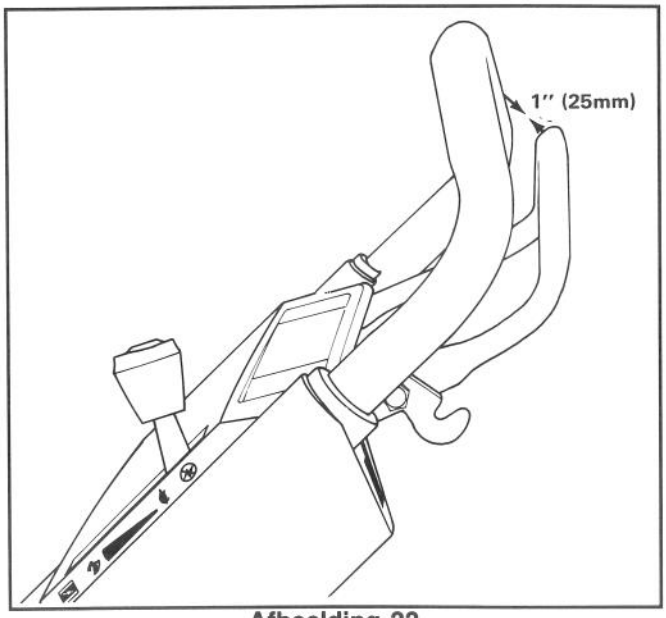

**Afbeelding 22**
**3.** Om vervolgens de wielaandrijving te controleren, de bedieningsstang langzaam in de richting van de hendel duwen. De aandrijving is goed afgesteld indien u weerstand voelt als de bedieningsstang zich ongeveer 25 mm van de bovenste hendel bevindt (Afb. 22).